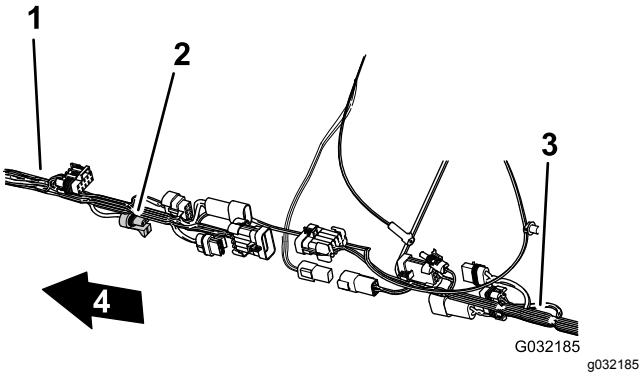

**Figur 114**
**Bemærk:** Du skal ikke bruge konnektoren med 3 sokler på det forreste ledningsnet (Figur 114).